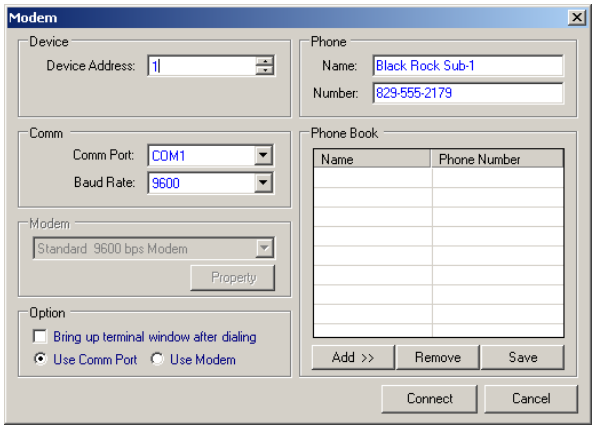

Figure 4-33 Modem Connection Dialog Screen
3. TapTalk will display the Modem Connection Dialog screen (Figure 4-33).